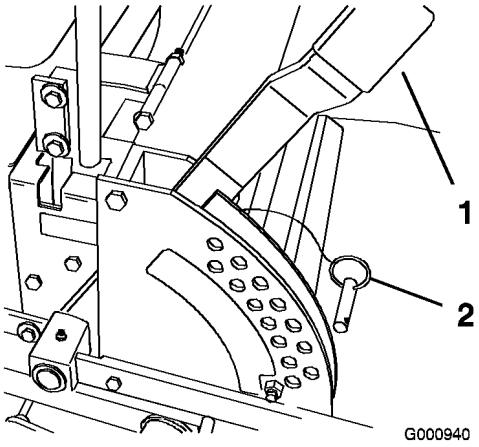

Figur 17
1. Hæv klippehøjdehåndtaget til transportposition (også 127 mm klippehøjdeposition) (Figur 17).
2. Du kan justere klippehøjden ved at fjerne gaffelbolten fra klippehøjdebeslaget (Figur 17).
3. Vælg det hul i klippehøjdebeslaget, som svarer til den ønskede klippehøjde, og sæt gaffelbolten i (Figur 17).